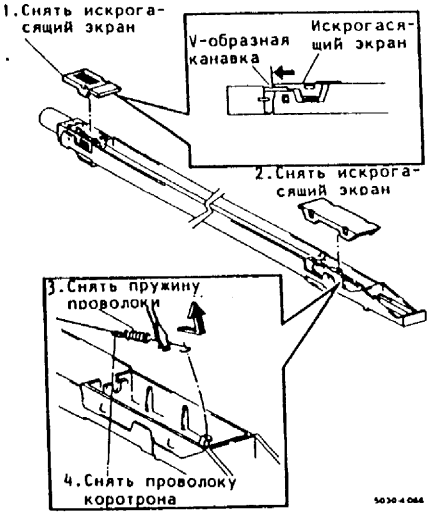

Рис.1. Снятие проволоки коротрона
4. (Рис.1): Снять проволоку коротрона.